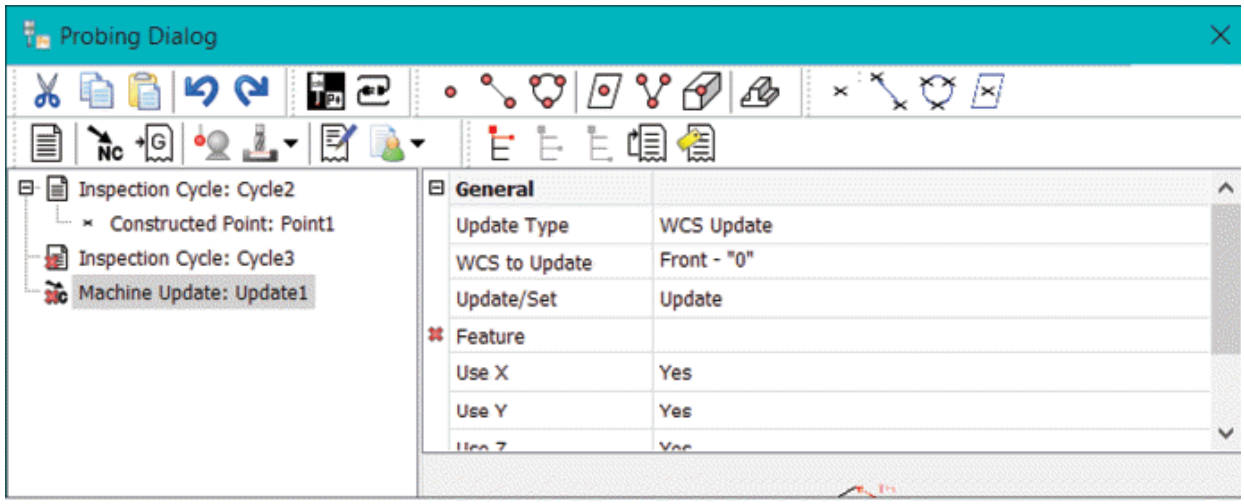

Figure-11. Machine update feature
- Click on the **Machine Update** button from the top in the dialog box. The machine update feature will be added in the list; refer to Figure-11. Using this feature, you can perform changes in probe machine like WCS update, tool length change, tool diameter change, and so on.